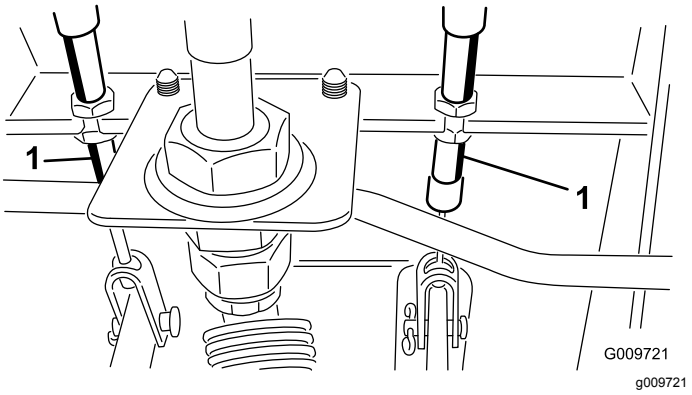

**Figur 80**
A. Lossa frontmuttern på den gängade änden av bromsvajern (Figur 80).